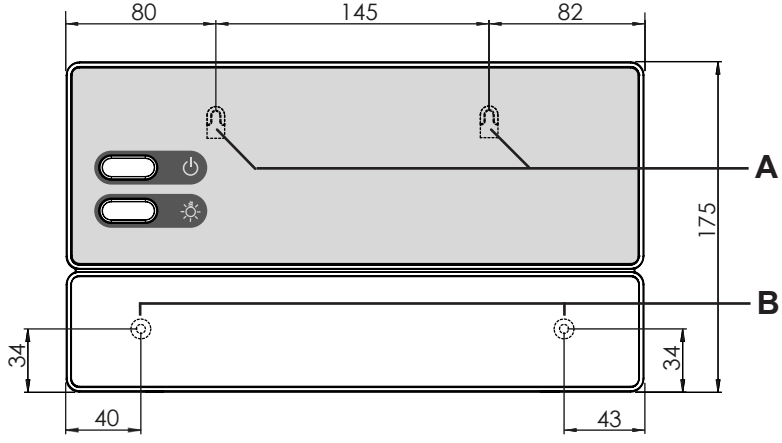

Bild 2 Position på upphängningsanordningen och monteringshålen (mått i mm)
1. Skruva in två stjärnskruvar (16 mm) på ca 1,70 m höjd i bastuväggen tills 7 mm sticker ut. De båda skruvarna måste ha ett avstånd på 145 mm till varandra (se **Bild 2**).
3. Häng upp styrenheten i upphängningsanordningen **A** på de inskruvade skruvarna (se **Bild 2**).
4. Skruva in två stjärnskruvar (16 mm) i de nedre hålen **B** (se **Bild 2**).